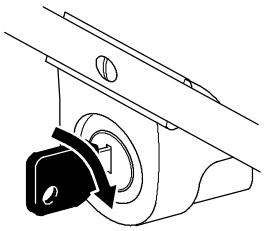

Figure 15
A. Insert the key into the switch (Fig. 15).